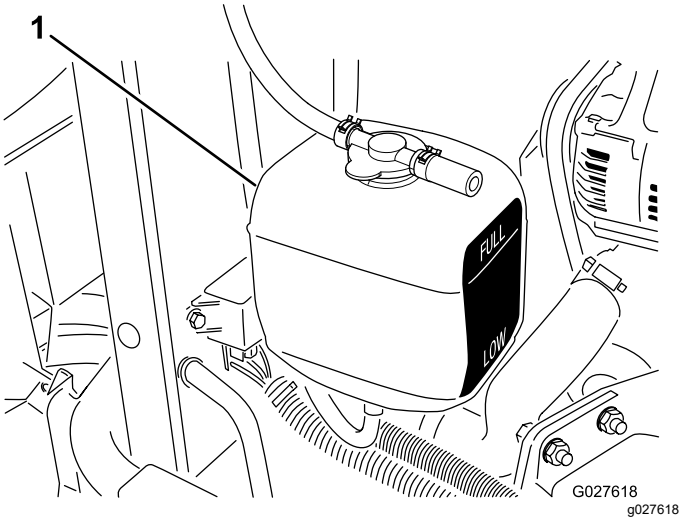

Figuur 68
2. Controleer het koelvloeistofpeil in de expansietank (Figuur 68).